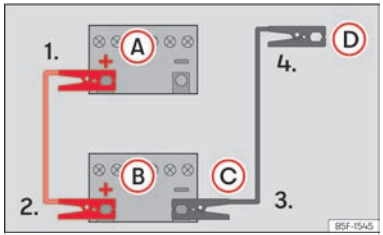
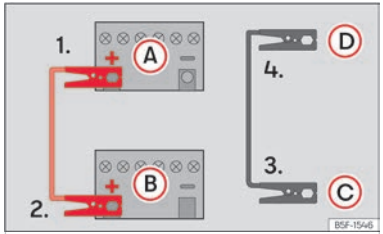

Fig. 227 Esquema de conexión para vehículos sin sistema Start Stop.
Fig. 228 Esquema de conexión para vehículos con sistema Start Stop.
Los cables de arranque solo se deberán conectar siguiendo el orden **1 > 2 > 3 > 4** ››› fig. 227, ››› fig. 228.
4. *Vehículos sin sistema Start-Stop:* emborne un extremo del cable negro de emergencia Ⓒ al polo negativo — del vehículo que suministra la corriente ››› fig. 227.
Vehículos con sistema Start-Stop: emborne un extremo del cable negro de emergencia Ⓒ a un terminal de masa adecuado, a una pieza de metal maciza que vaya atornillada al bloque motor o al mismo bloque motor ››› fig. 228.